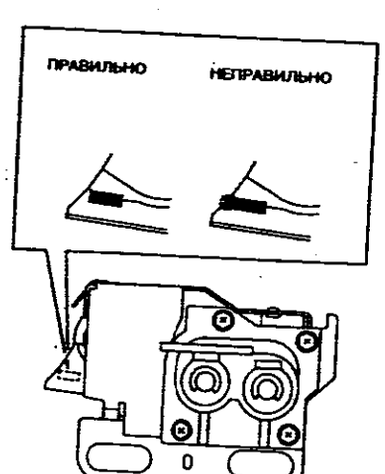

**Рисунок 7. Проверьте магнитный уплотнитель**
b. (Рисунок 7) Проверьте, не загрязнен ли магнитный уплотнитель проявителем. В случае необходимости почистите магнитный уплотнитель.